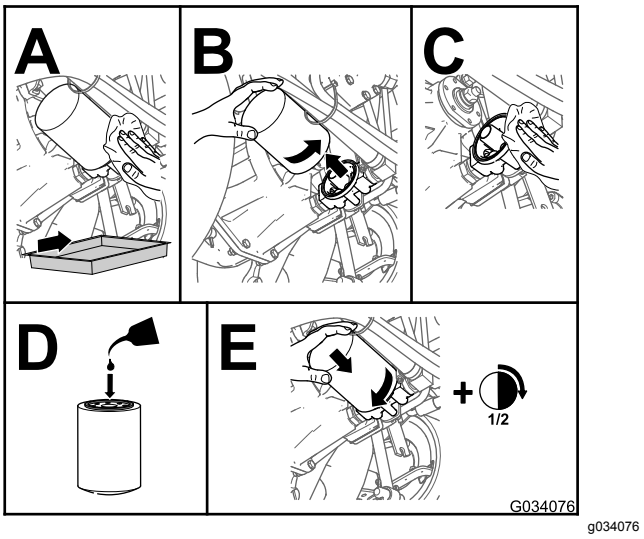

Figuur 83
4. Vervang het hydraulische filter (Figuur 83).